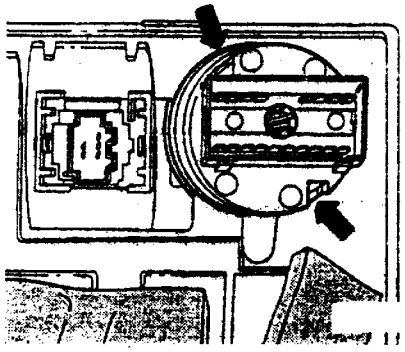

图 6－77
(1) 拆卸
①拆卸驾驶员侧仪表板外罩，断开并拔出连接插头。
②如图 6－77 所示。在灯光开关上压回侧面的止动销（箭头）。